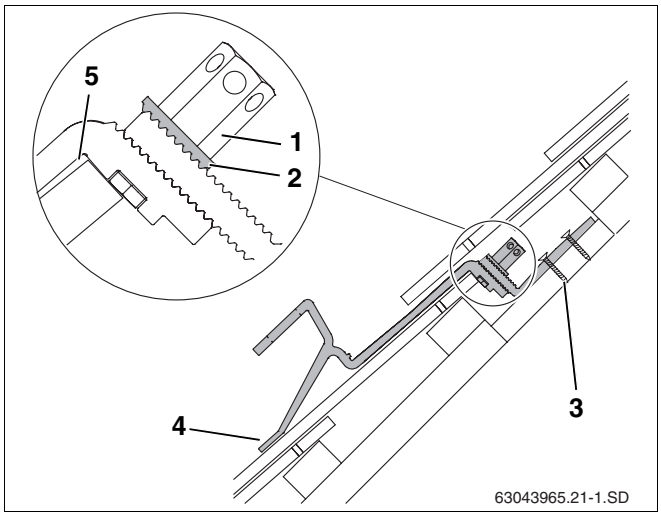

Abb. 19 Montierter Dachhaken - Schnittdarstellung mit gekürztem Dachhaken-Unterteil
- Abstützung vorne so auf die Ziegel legen, dass sie bei Belastung aufliegt (Abb. 19, **Pos. 4**).
Der Dachhaken muss dabei an der Ziegeloberkante etwas Spiel haben (Abb. 19, **Pos. 5**). Gegebenenfalls Ziegel oben anpassen.
Die verzahnte Unterlegscheibe (Abb. 19, **Pos. 2**) muss in die Verzahnung des Dachhaken-Unterteils greifen.
- Lange Sechskantmutter (Abb. 19, **Pos. 1**) anziehen. Hierzu den Schlüssel SW5 in das Loch der Sechskantmutter stecken und drehen.
- Dachhaken-Unterteil mind. im ersten (Abb. 19, **Pos. 3**) und zweiten Loch mit geeigneten Schrauben am Sparren oder Brett/Bohle befestigen.